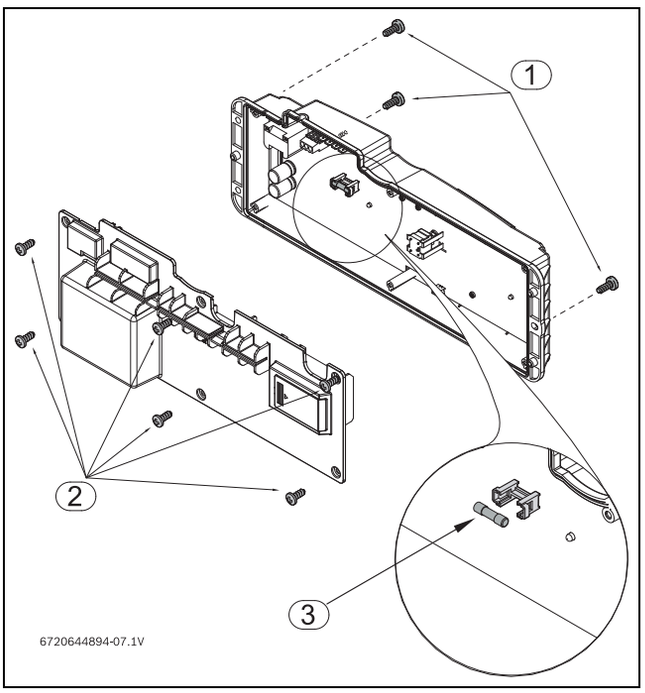

Fig. 44 Fuses position
▶ Remove the six screws from the back cover of the control unit, see fig. 44, pos. 2.
▶ Check the fuses in the printed circuit board, see fig. 44, pos. 3.